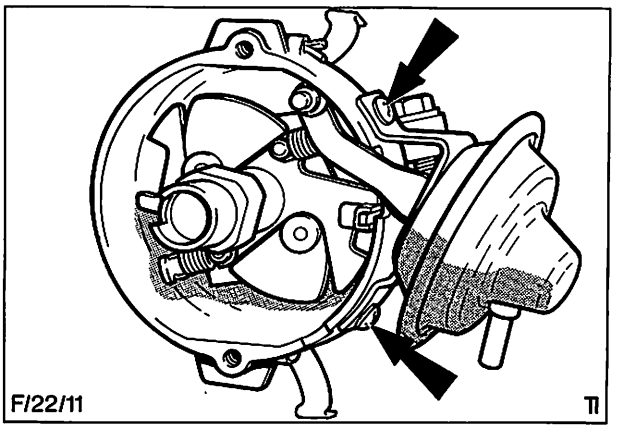

Abb. 61 Befestigungsschrauben – Unterdruckdose (Motorcraft-Verteiler)
3. Zwei Befestigungsschrauben der Unterdruckdose entfernen und Unterdruckdose abnehmen, Abb. 61.